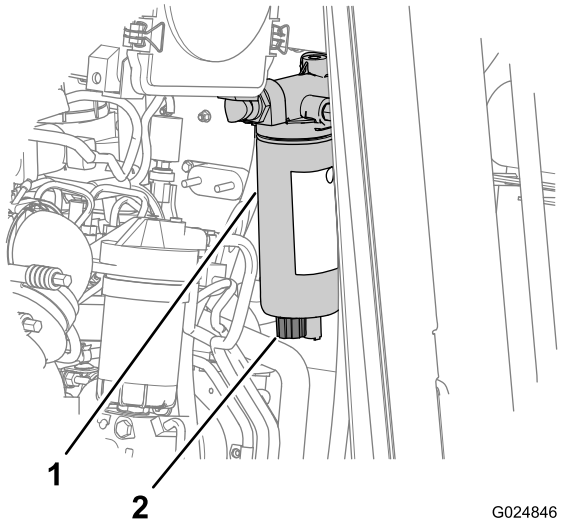

Figura 21
2. Coloque um recipiente de drenagem abaixo da válvula de drenagem no separador de combustível/água (Figura 21).